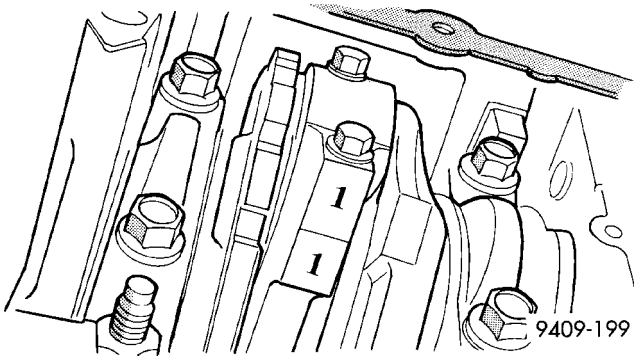

Fig. 44 Identify Connecting Rod to Cylinder-Typical
(17) Using a permanent ink or paint marker, identify cylinder number on each connecting rod cap (Fig. 44).